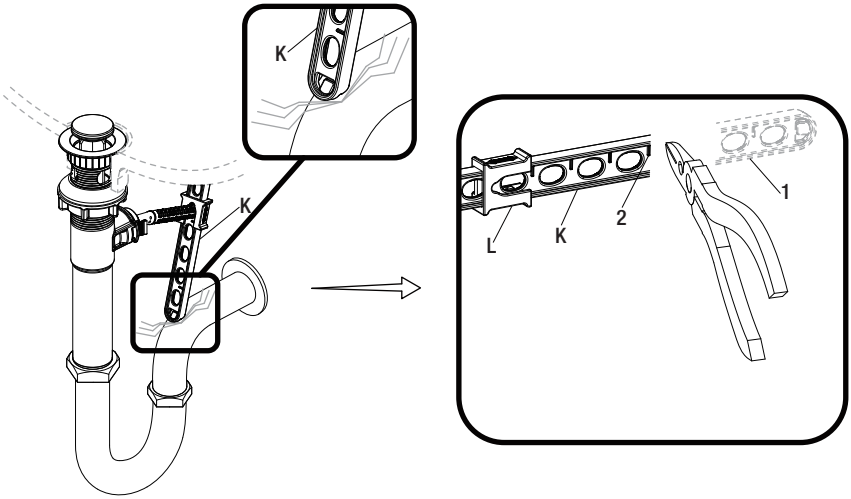

Fig. 1 Fig. 2
- Si la presilla de la varilla de elevación (K) interfiere con tu instalación, como se muestra en la Fig. 1, la presilla de la varilla de elevación (K) puede recortarse.